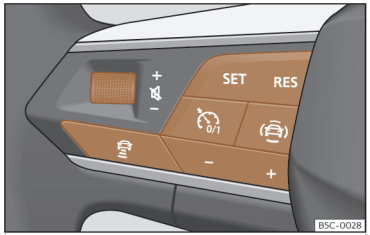

Abb. 131 Am Multifunktionslenkrad: Tasten zur ACC-Bedienung.
- Taste am Multifunktionslenkrad drücken >>> **(Abb. 131)**.
- Taste **SET** drücken, um die Regelung zu starten >>> **(Abb. 131)**.
Um die Geschwindigkeit zu programmieren, drücken Sie die Tasten + oder – >>> **(Abb. 131)** bis zur gewünschten Geschwindigkeit. Die Einstellung der Geschwindigkeit erfolgt in Schritten von 10 km/h (5 mph).
- Taste und dann Taste + oder – >>> **(Abb. 131)**drücken.
- Taste >>> **(Abb. 131)** kurz drücken oder Bremspedal treten.